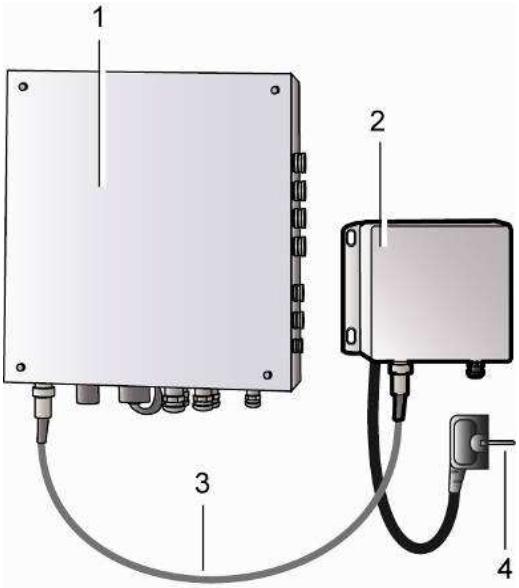

Figura 13-2: caja de alimentación.
Figura 13-2, ref. 1), por un lado , a la caja de alimentación (ref. 2) mediante el cable suministrado (ref. 3) y, por otro lado, a la red 230 V CA monofásica 80 VA 50 Hz (ref. 4).